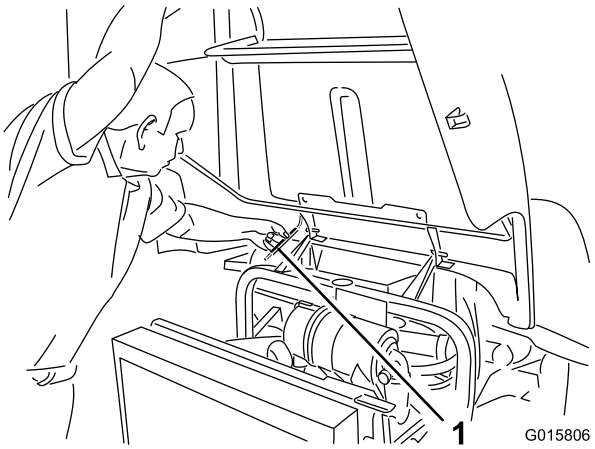

Figur 29
2. Hæv motorhjelmen, så støttepinden kan placeres bag rammerøret (Figur 29).